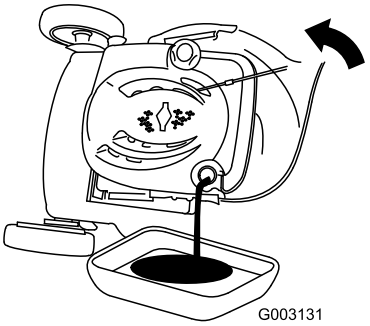

Figuur 37
7. Kantel de machine op zijn kant met de vulbuis omlaag om de gebruikte olie langs de vulbuis te laten uitlopen in een bak (Figuur 37).